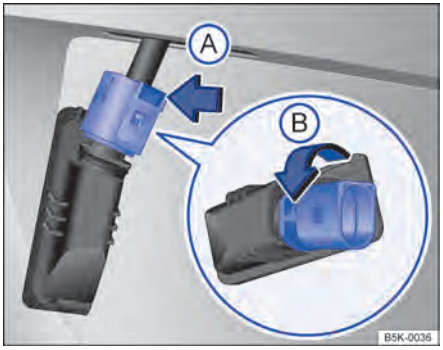

Fig. 187 Lanterna da placa licença: desinstalar o suporte das lâmpadas. ▶
4.	Pressionar a trava do conector no sentido da seta ⇒ Fig. 187 Ⓐ e desencaixar o conector.